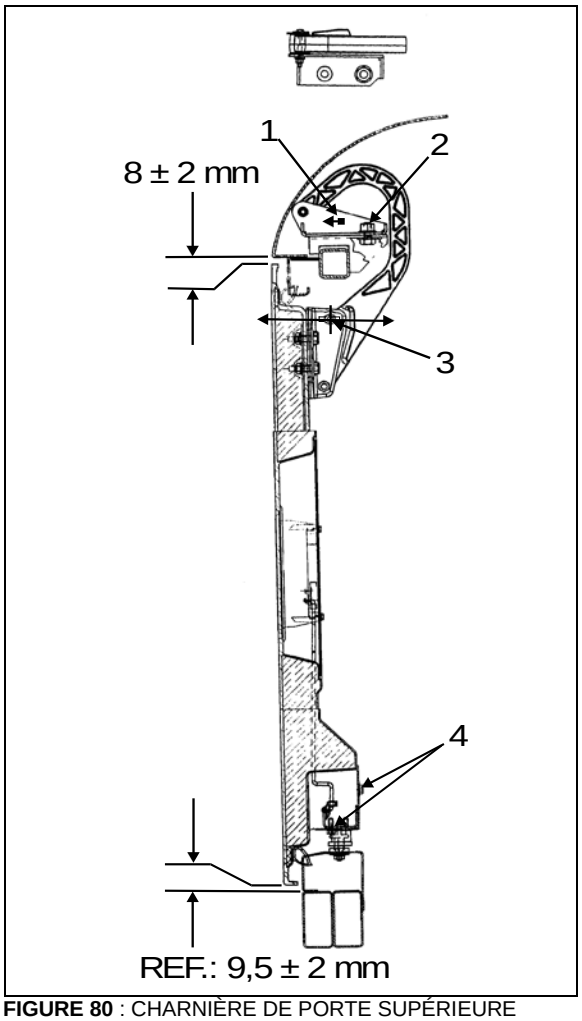

FIGURE 80 : CHARNIÈRE DE PORTE SUPÉRIEURE
2. Desserrer l'écrou (2, Figure 80).
3. Déplacer la pièce (1, Figure 80) le plus près possible de l'extérieur de l'autocar, de façon à ce qu'il y ait suffisamment d'espace pour que la porte s'ouvre.
4. Desserrer l'écrou (2, Figure 80).
5. Desserrer l'écrou (3, Figure 80). La charnière permet à la porte de bouger vers l'intérieur ou l'extérieur.
6. Ajuster le panneau de la porte afin de laisser le même intervalle que pour les panneaux voisins ou se référer à la Figure 60 pour connaître les intervalles précis. Si nécessaire, se servir de l'ajustement permis par la pièce mobile numéro 1, Figure 80.